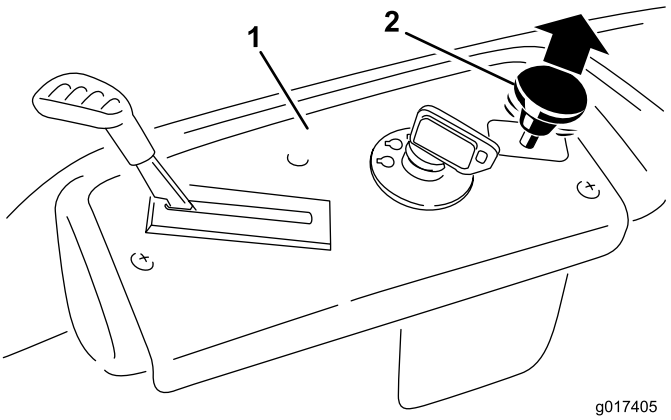

Figuur 14
3. Trek de aftakasschakelaar omhoog op AAN en schakel de messen in (Figuur 14).